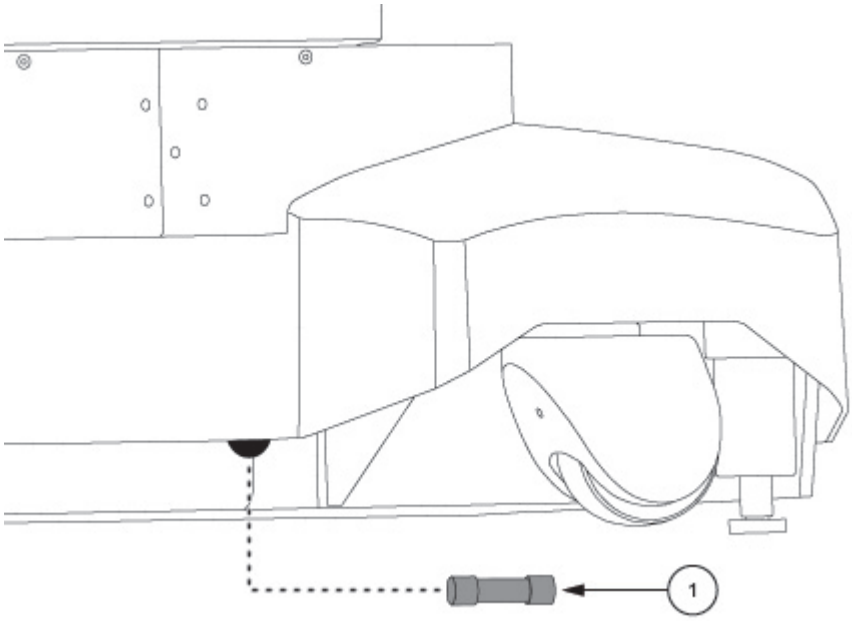

Figure 7-1. Install Battery Fuse
2. Insert the fuse (1) and fuse holder into the fuse case. See *Figure 7-1*.